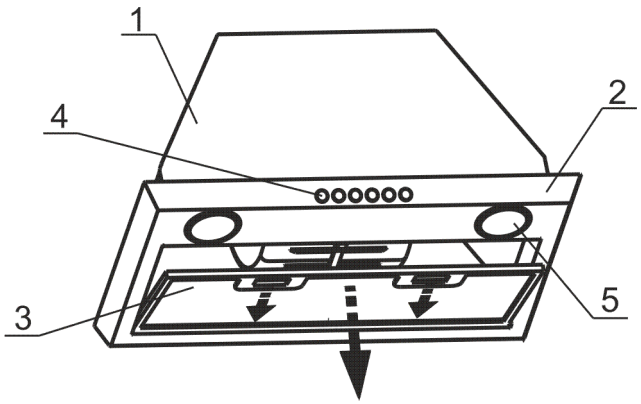

рис. 3
8.3 Для очистки алюминиевого фильтра извлеките его из вытяжки (рис.3) и произведите его очистку с помощью щетки горячим водным раствором моющего средства вручную или в посудомоечной машине при (60°С).
- снимите алюминиевый фильтр (рис. 3);
- снимите алюминиевый фильтр блока, для этого нажмите на пружинные замки на фильтре и потяните его вниз и на себя (рис.3);